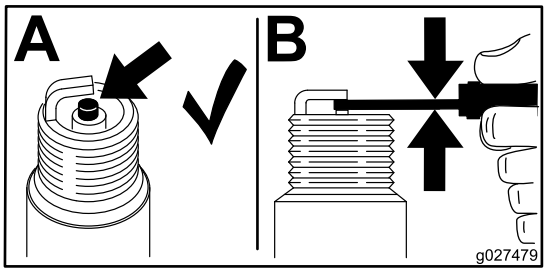

Figur 44
3. Fjern tennpluggen (Figur 44).